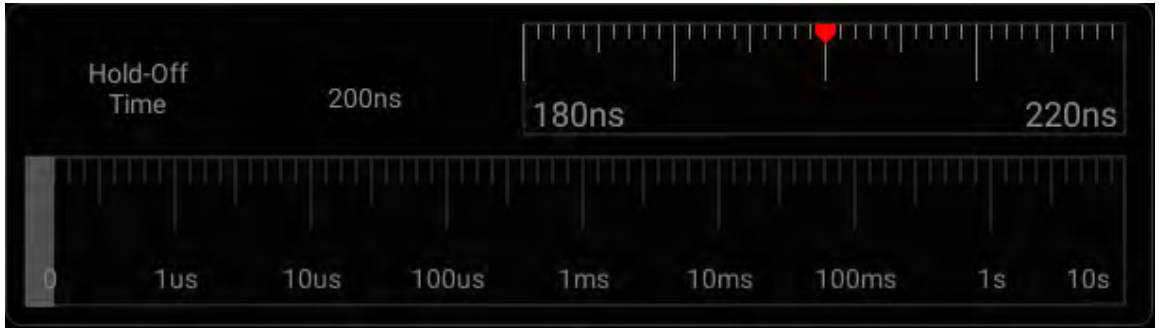

Figure 6-11 Trigger Hold-Off Time Set Interface
1) Tap “Trigger” on the main menu to open the trigger menu. Under “Common”, tap the box after “Rejection Time” to open the hold-off time adjustment interface. The trigger time is displayed on the upper left, the fine adjustment time scale is displayed on the upper right, and the coarse time scale is displayed below, as shown in Figure 6-11.
1) Tap “Trigger” on the main menu to open the trigger menu, select edge trigger in the trigger type, and set edge trigger as follows, as shown in Figure 6-11: